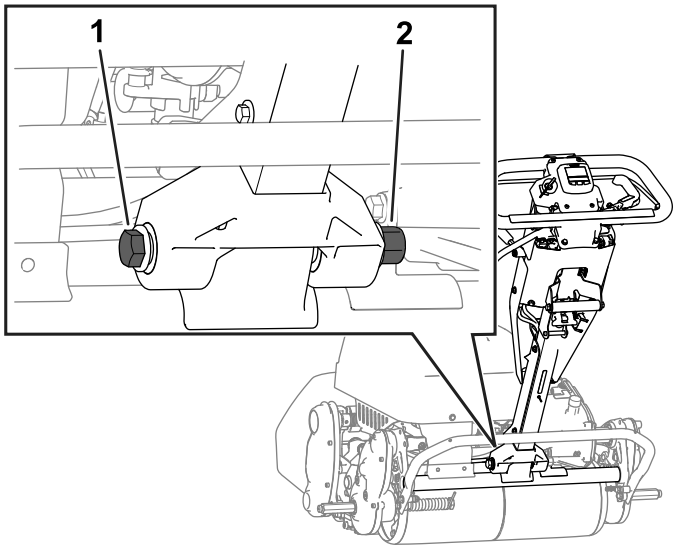

Figuur 26
2. Zet de bout en moer los zoals weergegeven in Figuur 26.